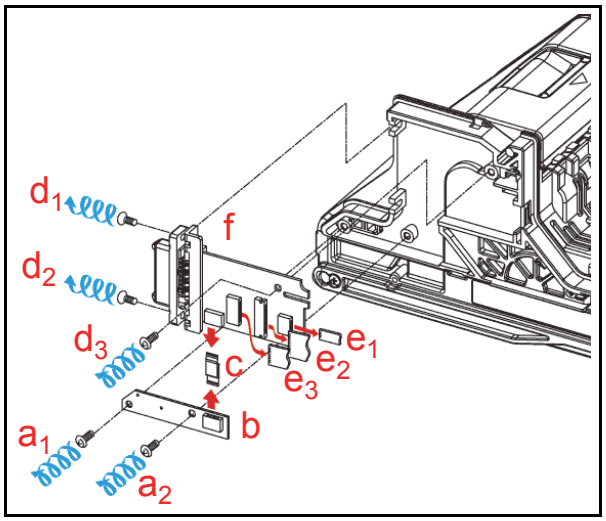

Figure 4-11 Home Position Sensor Board, Home Position Sensor FFC Assembly and Interface Connector Board Removals
5. Remove the two (2) mounting Screws (See Figure 4-11 a_1 & a_2) retaining the Home Position Sensor Board in place (See Figure 4-11 b).
6. Remove the Home Position Sensor Board and the Home Position Sensor FFC Assembly (See Figure 4-11 c) from the Transport Unit.
7. Remove the three (3) mounting Screws (See Figure 4-11 d_1, d_2 & d_3) retaining the Interface Connector Board in place (See Figure 4-11 f), and then remove the three (3) Flat Ribbon Cables from the Interface Connector Board (See Figure 4-11 e_1, e_2 & e_3).